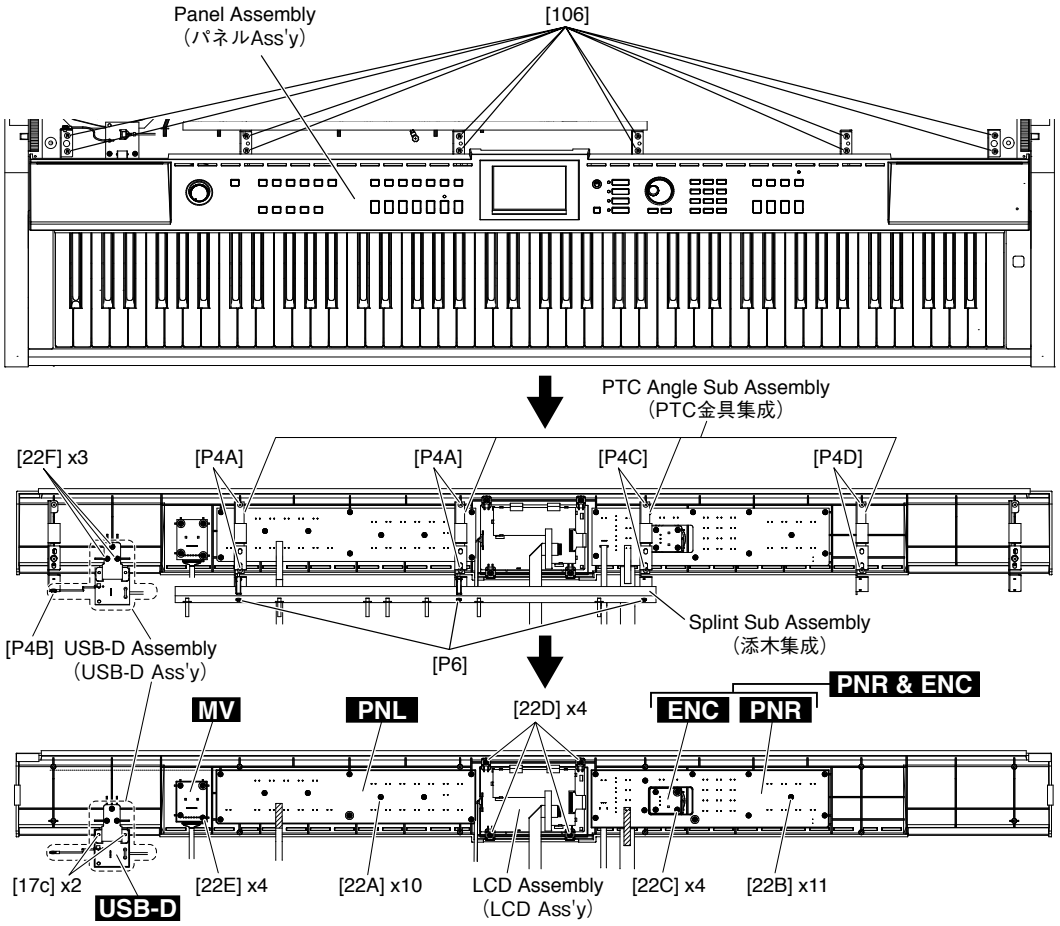

Fig.9（図 9）
7-3 Remove the twelve (12) screws marked [106]. The panel assembly can then be removed. (Fig.9)
7-3 [106] のネジ 12 本を外し、パネル Ass'y を外します。(図 9)
9-4 Remove the three (3) screws marked [P6]. The splint sub assembly can then be removed. (Fig.9)
9-5 Each circuit board and assembly can be removed by removing its fixing screws as listed below. (Table 3, Fig.9)
9-4 [P6] のネジ 3 本を外し、添木集成を外します。(図 9)
9-5 表 3 のネジを外すことにより、基板・アッセンブリを外すことができます。(表 3、図 9)
*1 When removing the PNL circuit board, remove the two (2) PTC angle sub assemblies first. (Fig.9)
*2 When removing the PNR&ENC circuit board, remove the PTC angle sub assembly first. (Fig.9)
*3 The PNR and ENC circuit boards are connected by a board-in connector. (Fig.9)
*4 When removing the USB-D circuit board, remove the USB-D assembly first. (Fig.9)
*1 PNLシートを外す時は、先にPTC金具集成（2個）を外します。(図9)
*2 PNR&ENCシートを外す時は、先にPTC金具集成（1個）を外します。(図9)
*3 PNRシートとENCシートは、ボードインコネクタにより接続されています。(図9)
*4 USB-Dシートを外す時は、先にUSB-D Ass'yを外します。(図9)